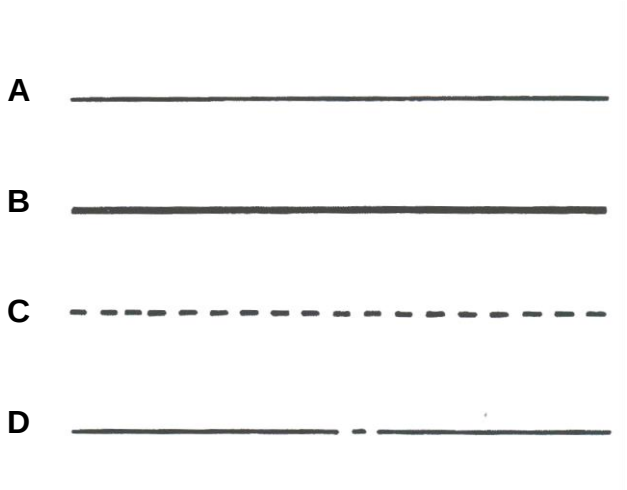

FIGUUR 2 (4)
2.1 Die volgende lyne wat in ingenieurstekene gebruik word, word in FIGUUR 2 getoon: buitelyn, middellyn, konstruksielyn en verborge detail. Pas die name by die lyne en skryf slegs die antwoord langs die letters (A–D) in die ANTWOORDBOEK neer.